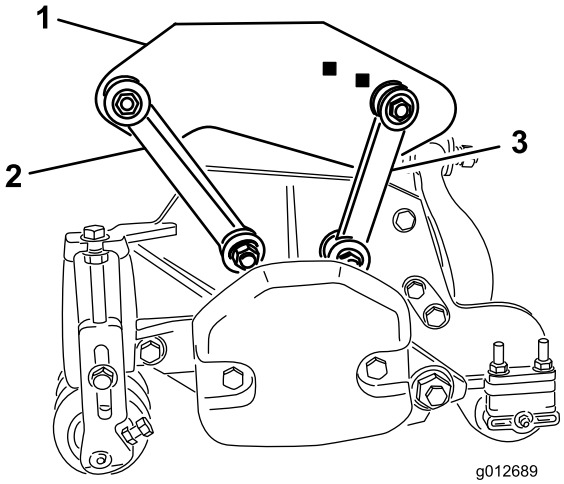

**Figur 19**
- Fastgør de forreste monteringsled til bærerammens huller med en bolt (3/8 x 2-1/4 tommer), 2 flade spændeskiver og en låsemøtrik som vist i Figur 19. Placer en spændeskive på hver side af leddet, når det
- Fastgør de bageste monteringsled til den bageste bærerammes huller med en bolt (3/8 x 2-1/4 tommer), 2 flade spændeskiver og en låsemøtrik som vist i Figur 19. Placer en spændeskive på hver side af leddet, når det monteres. Tilspænd fastgørelsesanordningerne til 42 Nm.